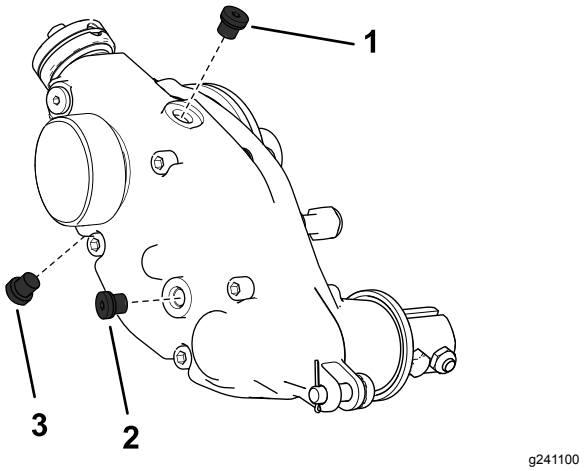

Figuur 27
2. Verwijder de aftapplug onderaan de behuizing (Figuur 27).
3. Verwijder de vulplug aan de zijkant van de behuizing en zet de ontluchtingsplug bovenaan open zodat er lucht kan ontsnappen (Figuur 27).